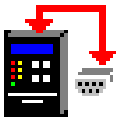

Figure 7-11 S-2001D TapTalk Program-Item Icon
4. The Installation Wizard will prompt the user through the installation process. After installation, the TapTalk program icon (located in the Becoware folder) can be placed on the desktop (Figure 7-11).